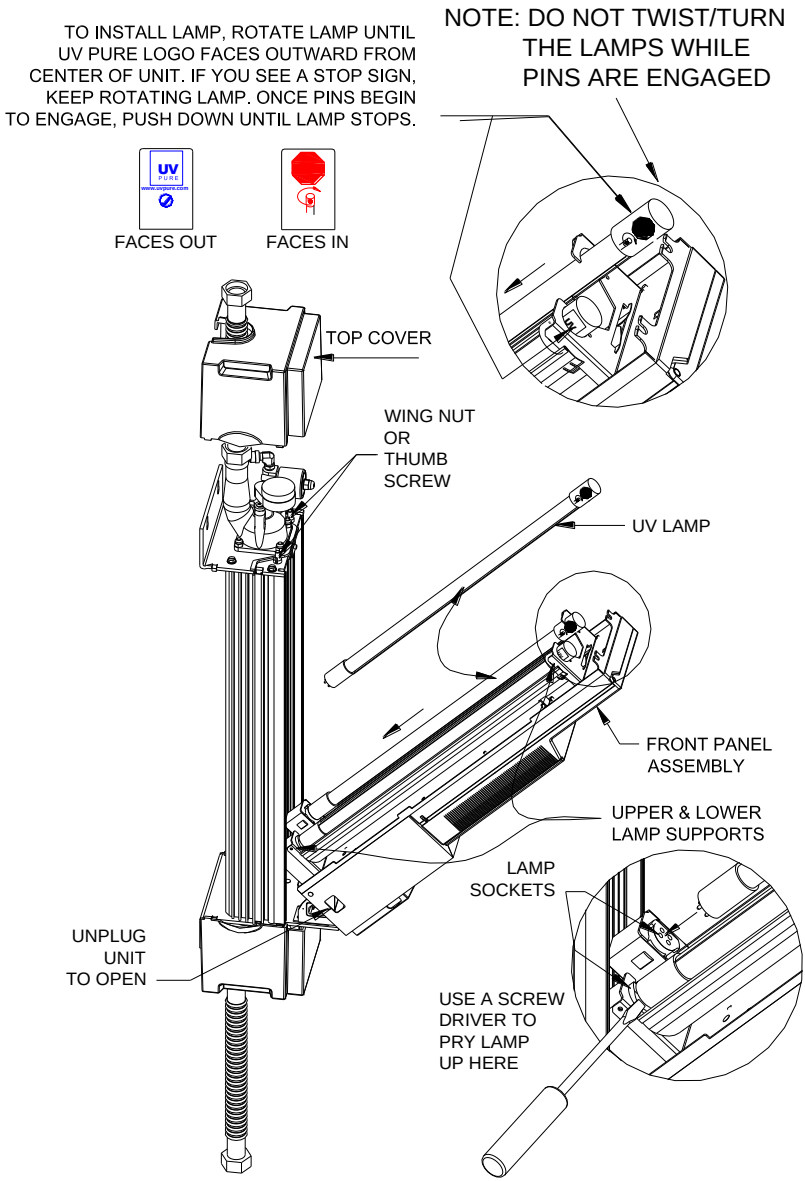

Figure 3
The lamps can be replaced in a few minutes. Draining the unit is not required. See Figure 3.
Step 3: Caution: The lamps heat up after continuous use and can burn your skin if touched. Allow lamps to cool for five minutes before removing them. Slowly lift the old lamps out of the unit. For assistance in this task, use a flat screwdriver and pry the lamps up between lamp base and socket (see Figure 3). Dispose of the old lamps in the same way as you would dispose of ordinary fluorescent tubes. Note that old lamps should be disposed of at a household waste management depot or transfer station; contact your local recycling and waste management authority for proper disposal procedures in your area.
Step 4 Install the new lamps into the unit, being careful not to touch the bulb. **Ensure that the lamps are aligned with the "Stop Sign" printed on the top ceramic facing inward (towards quartz sleeve). If you can see the stop sign, the lamps are backward (See Figure 3).**